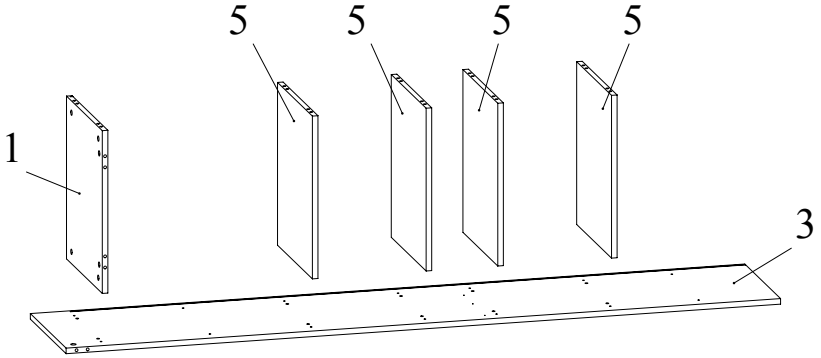

Рис.5
7. Установить полки 5 и крышку 1 на боковину 3 и зафиксировать, повернув конфирматным ключом головки минификсов по часовой стрелке до упора (Рис. 5).
(Рис.5)